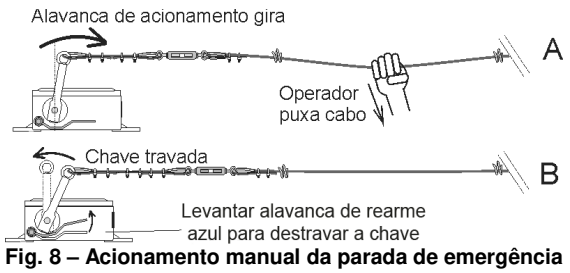

Fig. 8 – Acionamento manual da parada de emergência
• Quando se detectar uma situação de emergência, o operador no local, com uma única ação, deverá puxar o cabo em qualquer direção (Fig. 8 A). A alavanca de acionamento da chave de emergência será deslocada, girando e travando (Fig. 8 B).
• Uma vez eliminada a situação de emergência, o operador deve se dirigir à chave que comandou a parada de emergência e pressionar para cima a alavanca de rearme azul até liberar trava (ver desenho da Fig 8 B deste manual). O destravamento tem que ser feito manualmente, de forma deliberada, no local onde foi sinalizada a emergência.
• Na ocorrência de ruptura ou afrouxamento do cabo de aço, a mola de tração interna à chave puxará o cabo no sentido oposto do local onde ocorreu o afrouxamento ou ruptura, sinalizando emergência e forçando a parada do equipamento. Será necessário que seja feita a recolocação do cabo de aço conforme descrito no item 4.1 deste manual.